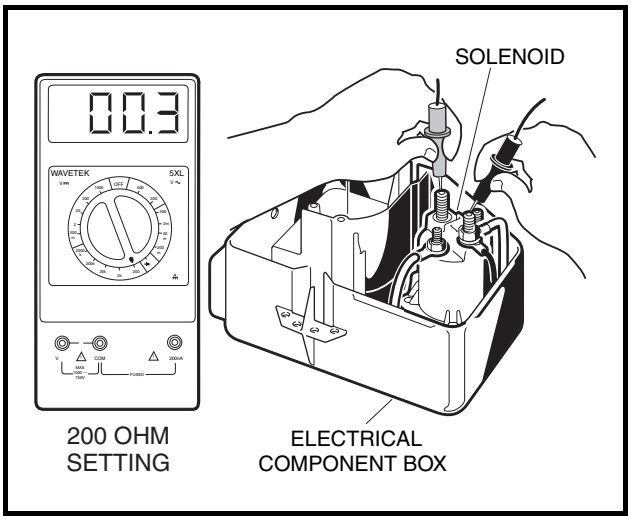

Figure 11-17 Solenoid Continuity Test
6. Set the multimeter to 200 ohms. Connect the red (+) probe to one of the large posts of the solenoid and connect the black (–) probe to the other large post **(Figure 11-17, Page 11-22)**.